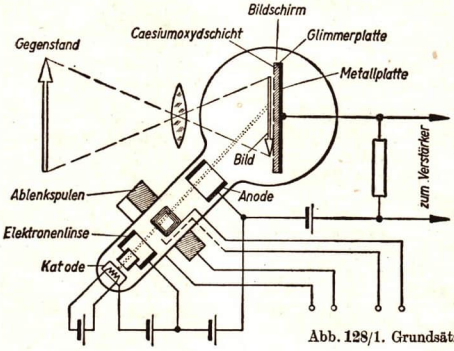

Abb. 128/1. Grundsätzlicher Aufbau eines Ikonoskops
2. Die Bildaufnahme durch eine moderne Fernsehkamera. Der Hauptbestandteil einer modernen Fernsehkamera ist eine Kombination von Braunscher Röhre und Fotozelle. Man nennt dieses Gerät ein *Ikonoskop* oder auch eine *Bildspeicherröhre*. Es geht auf ein Patent des russischen Ingenieurs *Vladimir Zworykin* zurück, das er 1918 in den Vereinigten Staaten erhalten hatte. Bis zum Jahre 1934 wurde es so weit entwickelt, daß es für den praktischen Sendebetrieb eingesetzt werden konnte. Durch eine Optik wird das zu übertragende Objekt auf einem Bildschirm besonderer Art im Innern des evakuierten Kolbens abgebildet (Abb. 128/1). Der Bildschirm besteht aus *drei Schichten:* Auf der Rückseite einer *Glimmerplatte* befindet sich eine *Metallfolie;* die Vorderseite besteht aus einem sehr dünnen *Belag von Caesium*. Infolge eines besonderen Herstellungsverfahrens bildet es keine zusammenhängende Schicht, son-